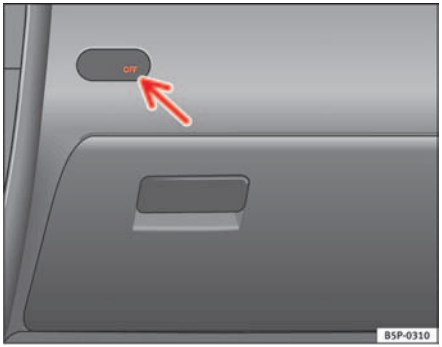

Fig. 27 Warning lamp for deactivated passenger airbag in centre console
– Check that the warning lamp “OFF” in the dash panel ⇒ fig. 27 remains lit ⇒ ⚠ when the ignition is switched on.
– Check that the warning lamp in the dash panel does ⇒ page 44, fig. 27 *not* light up when the ignition is switched on ⇒ ⚠.